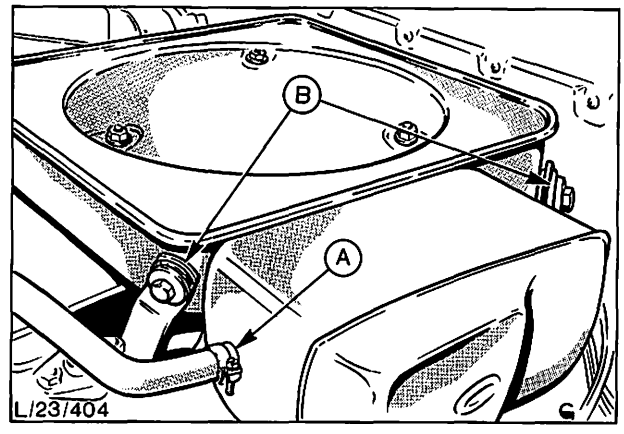

Abb. 26 Ansauggeräuschdämpfer
3. Kurbelgehäuse-Entlüftungsrohr am Ansauggeräuschdämpfer abnehmen (Abb. 26).
5. Zwei Schrauben entfernen und Ansauggeräuschdämpfer abnehmen (Abb. 26).